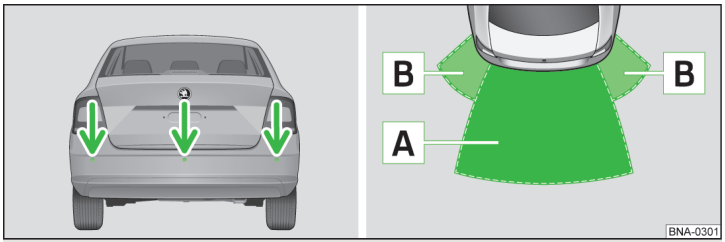

Fig. 65 **Fitting the sensors / Range of the sensors**
- Keep the system sensors » fig. 65 *on page 66* clean, snow- and ice-free and do not cover with any objects of any kind, otherwise the system functioning may be impaired.
The system uses ultrasound waves to calculate the distance between the bumper and an obstacle. The ultrasonic sensors are integrated in the rear bumper » fig. 65.
Area » fig. 65	Range of sensors